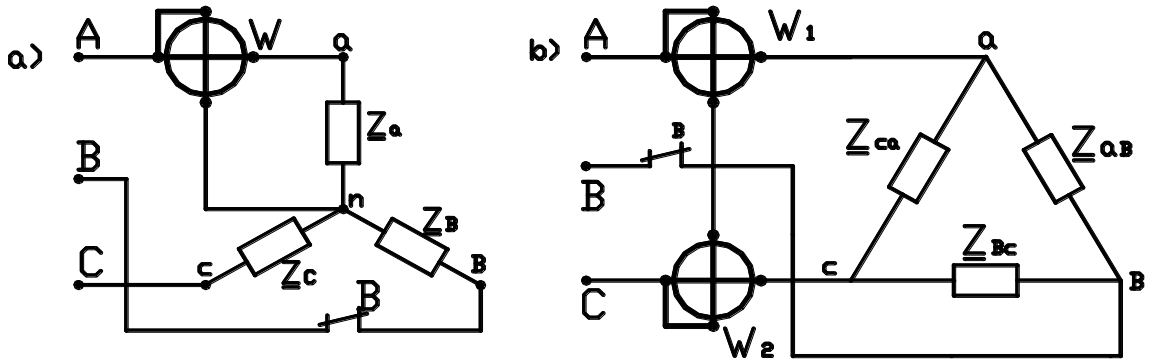

Рис. 1.3
**Задача 1.3**. В трехфазную сеть с симметричной системой линейных напряжений U включен симметричный потребитель электроэнергии, фазы которого имеют комплексные сопротивления: **Za=Zв=Zc** (рис. 1.3,а,б) и соединены «звездой» или **Zав=Zвс=Zса** и соединены «треугольником». Принимая во внимание данные, приведённые в табл. 1.3 и табл. 1.3,а для каждого варианта задания определить линейные I и фазные $I_Ф$ токи, активную P, реактивную Q и полную S мощности потребителя, показания ваттметров найти значения активных и реактивных сопротивлений фаз. Построить векторную диаграмму токов и напряжений на комплексной прямой.